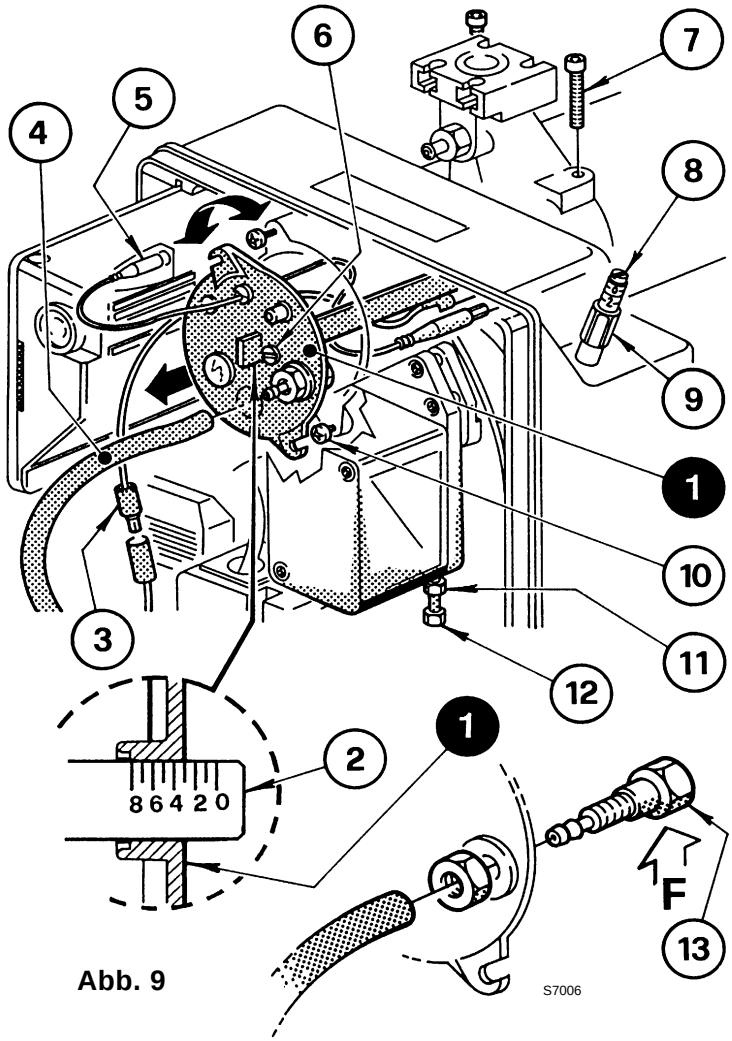

Abb. 9
Sie ist vom Gasdurchsatz abhängig und wird ausgeführt, indem man die Einstellschraube (6) im Uhrzeigersinn oder entgegen dem Uhrzeigersinn soweit dreht , bis die auf der Einstellspindel markierte Raste (2) mit der Kante am Kopf (1) (Siehe Abb. 9).
In der Abbildung auf Seite 7, Abb. 9, wird der Kopf für eine Leistung von 110 kW bezüglich auf des Brenners BS3D Typ 917 T1 eingestellt. Die Raste **3** der Einstellspindel stimmt mit der äußeren Fläche überein, wie im Diagramm gezeigt.
LUFTKLAPPENEINSTELLUNG (Abb. 9, Seite 7)